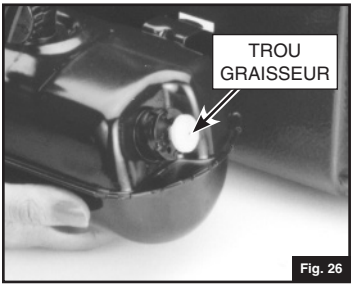

Fig. 26
2. Au début de la saison ou avant le remisage, injectez quelques gouttes d'huile dans le TROU GRAISSEUR du bouchon du piston. Ainsi la pompe fonctionnera toujours impeccablement. (Fig. 26)